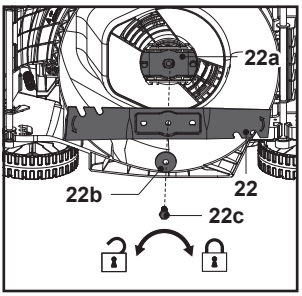

**Rys. 21**
5. Wymienić ostrze tnące (22) na nowe tego samego typu. Najpierw sprawdzić stan uchwytu ostrza (22a) na trzpieniu, a następnie przymocować ostrze tnące (22) do uchwytu ostrza (22a), ustawiając je zgodnie z oznaczeniami na uchwycie ostrza (22a) i mocując całość za pomocą śruby mocującej (22c) z podkładką płaską (22b), dokręcając śrubę ręką.
6. Przytrzymać mocno ostrze tnące (22) ręką w wytrzymałej rękawicy i/lub kawałkiem drewna i dokręcić śrubę mocującą (22c) w prawo momentem 25–30 Nm, aby zapewnić bezpieczne działanie maszyny (rys. 21).